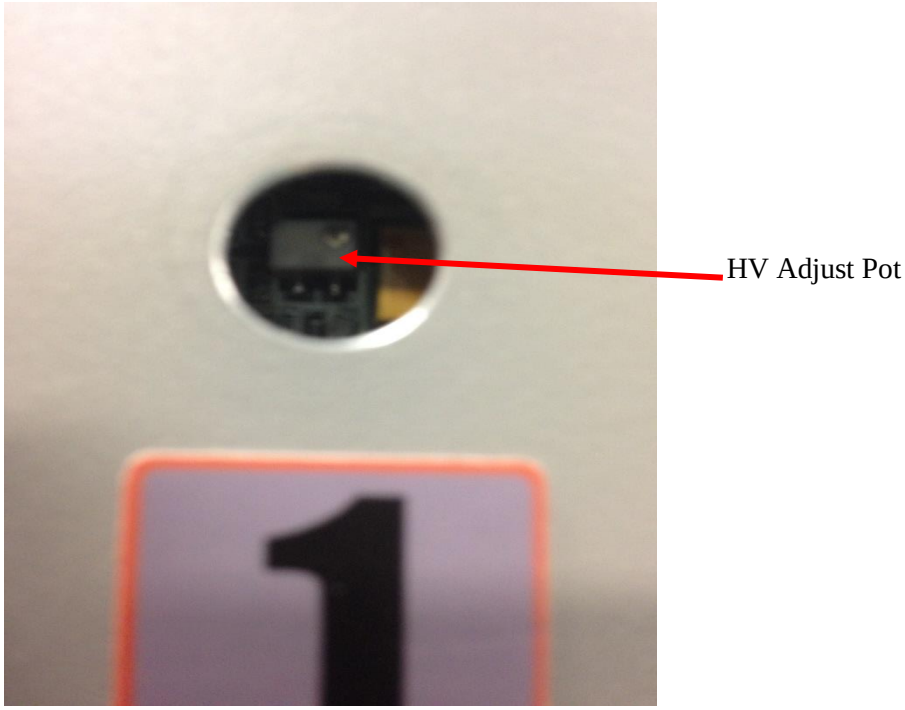

FIGURE 1 – High Voltage Adjust Pot
3.2 Remove the Plastic Cover for the detector needing adjustment and you will see the white HV adjust potentiometer – FIGURE 1